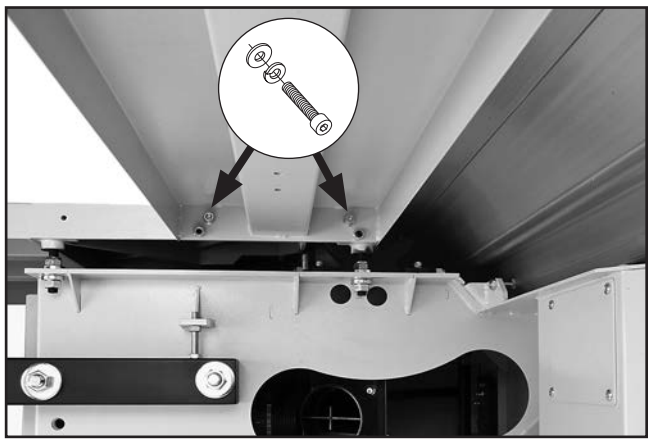

Figure 28. Underside view of large extension table attached to cabinet.
14. Attach small extension table to cast iron table using (2) pre-installed M10-1.5 x 25 cap screws, 10mm lock washers, and 10mm flat washers (see **Figure 28**). Only hand tighten cap screws for now. They will be fully tightened in a later step.